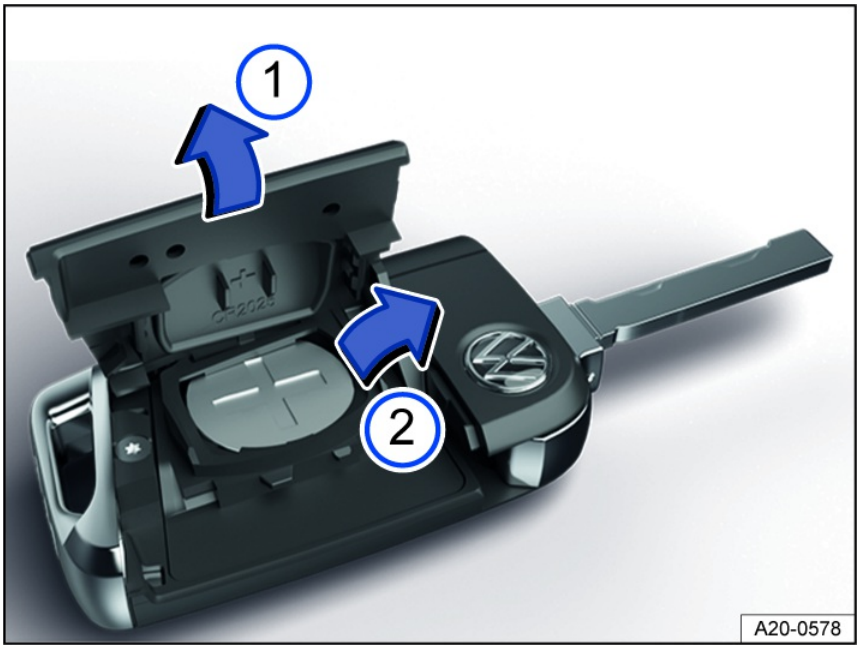

Fig. 42 Vehicle key: Replacing the button cell battery (general example).
2. Lever off the cover *fig. 42* (1) ⇒ (!).
3. Lift the button cell battery out of the battery compartment *fig. 42* (2).
5. Press the cover onto the housing *fig. 42* (1).